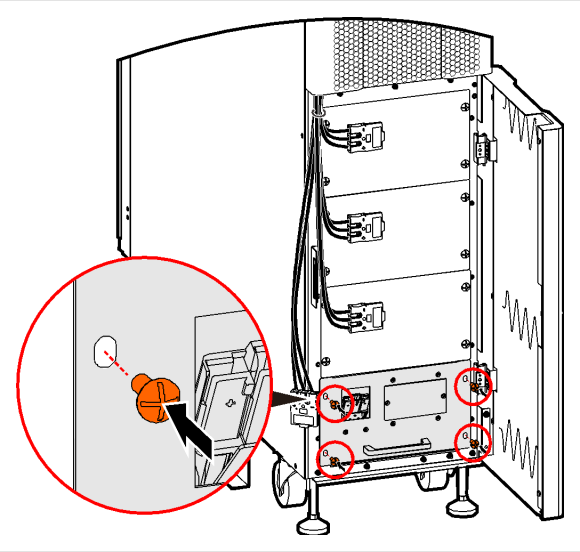

FIGURE 4-14 Step 5 — fix the module with its screws
5. Tighten the screws to secure the battery module (Figure 4-14).